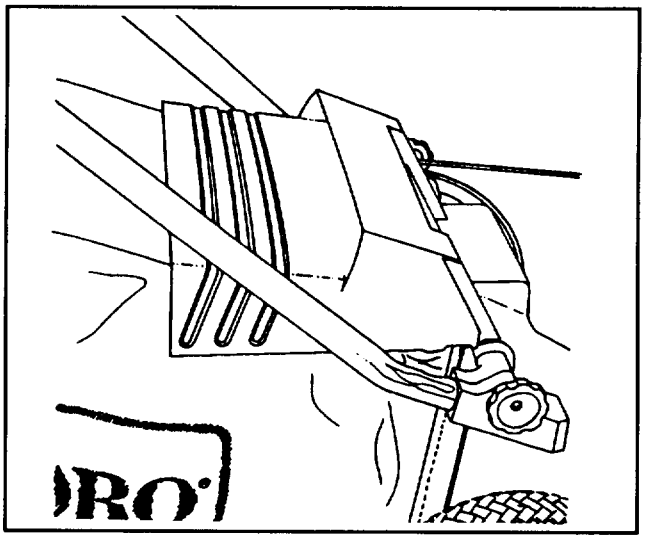

Abbildung 6
2. Die Auswurfklappe liegt auf der Oberseite des Sacks (Abb. 6).